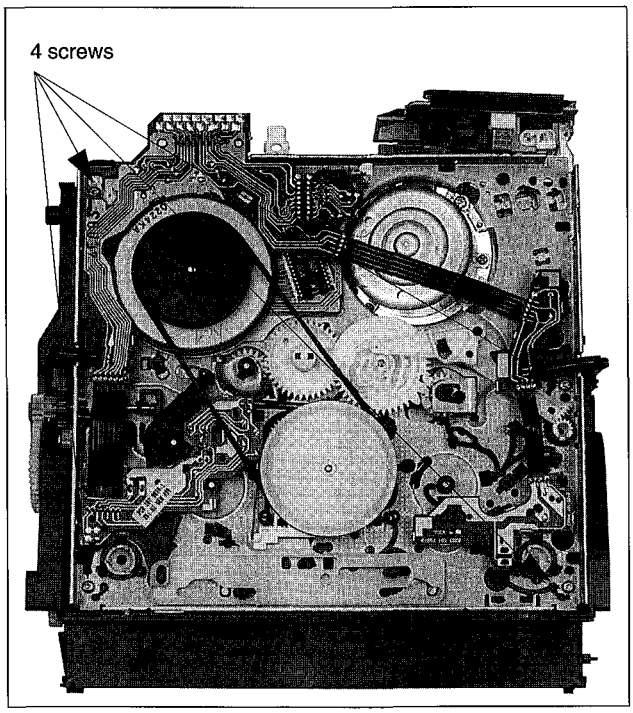

Fig. 1-13
- Unscrew the 4 screws on the underside of the deck (fig. 1-13)